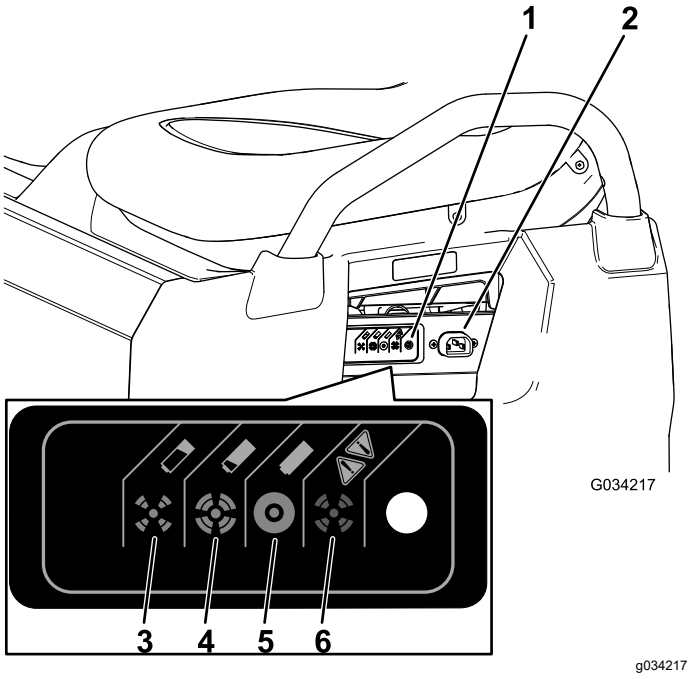

Figur 39
3. Anslut en laddningssladd med **tjocklek 16 (eller större diameter) på maximalt 2,5 m** till maskinens laddningsuttag (Figur 39).
Se följande tabell och Figur 39 för information om vad de olika färgerna på laddarens statuslampa betyder.